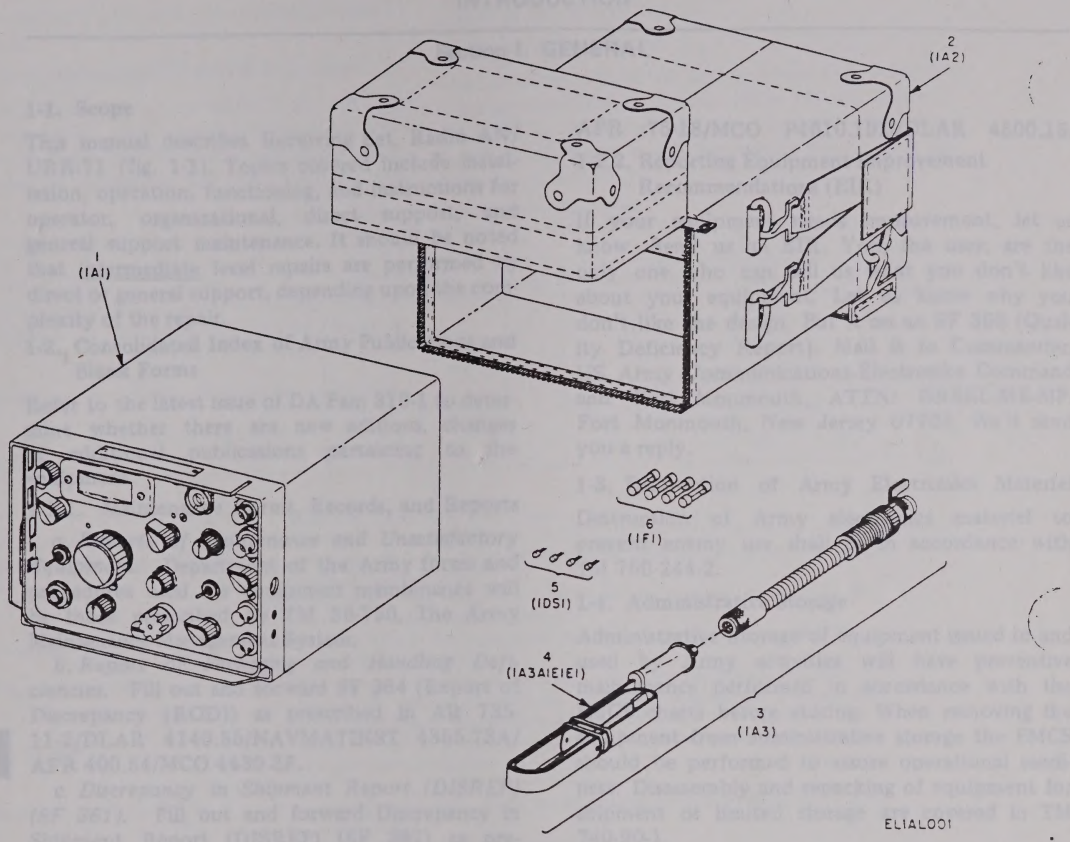

Figure 1-1. Receiving Set, Radio AN/URR-71.
This manual describes Receiving Set, Radio AN/URR-71 (fig. 1-1). Topics covered include installation, operation, functioning, and instructions for operator, organizational, direct support, and general support maintenance. It should be noted that intermediate level repairs are performed by direct or general support, depending upon the complexity of the repair.
a. Receiving Set, Radio AN/URR-71. Receiving Set, Radio AN/URR-71 (fig. 1-1) consists of Receiver R-1518/UR, Antenna AS-2887/UR, and Field Pack CW-1005/UR. These items are described in the following subparagraphs.
b. Receiver R-1518/UR. Receiver R-1518/UR (1, figure 1-1) is housed in a rectangular metal case. Operating controls, indicators and connectors are installed on the front and rear panels of the unit. The metal case detaches from the front panel and may be removed to provide access for internal maintenance. A rear cover may be removed from the case for battery installation.
c. Antenna AS-2887/UR. Antenna AS-2887/UR (3, fig. 1-1) is a whip antenna terminated by a male TNC connector suitable for use with Receiver R-1518/UR antenna input connector #1.
d. Field Pack CW-1005/UR. Field Pack CW-1005/UR (2, fig. 1-1) is a cotton duck carrying case capable of containing Receiver R-1518/UR, Antenna AS-2887/UR, and running spare lamps and fuses (5
and 6, fig. 1-1).